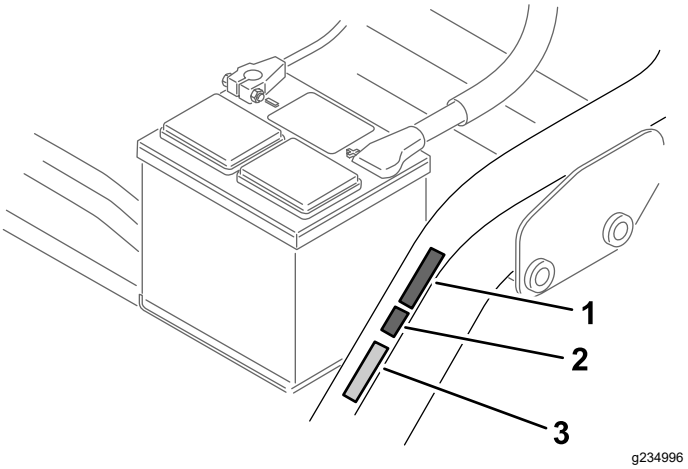

Figur 14
- Sæt CE-mærkaten på ved siden af serienummerpladen (Figur 14).
- Sæt CE-mærkaten med produktionsår på ved siden af CE-mærkaten (Figur 14).